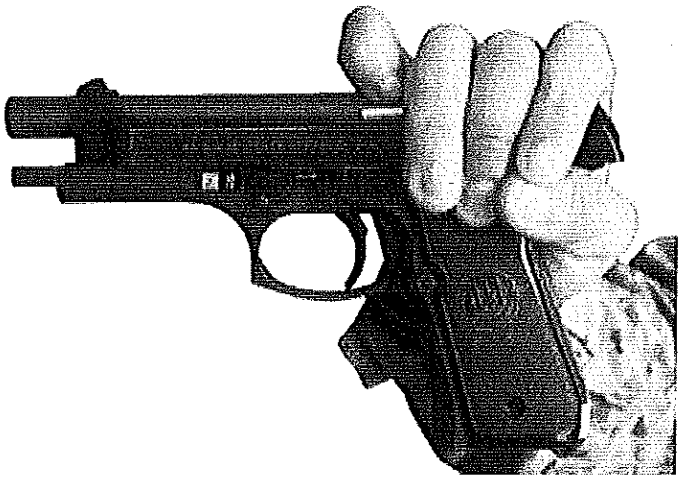

Figure 9-6. One-Handed Chamber Check.
3. Hold the slide to the rear with the firing hand just enough to visually inspect the chamber for a round (see fig. 9-6 on page 130).